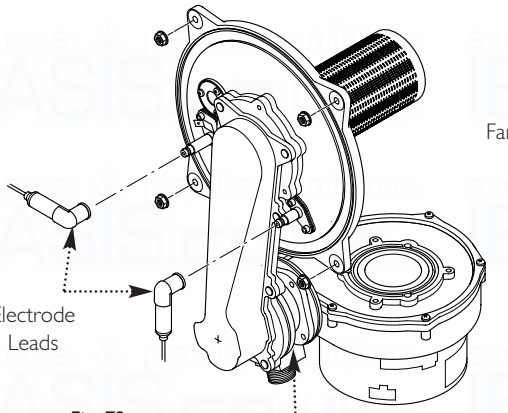

Fig. 72
12. Carefully draw the fan, collector and cover assembly forward, being careful to retain the injector in the venturi (Figs. 72 & 73).